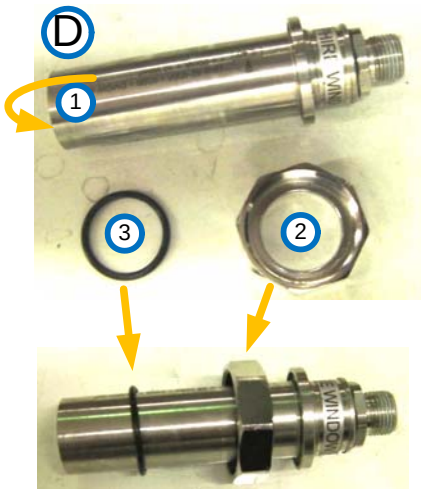

Figure 10-25: Sensor, washer and nut
Step 7. When replacing a sensor, remove the nut **(2)** and the washer **(3)** shown in **Figure 10-25** below.